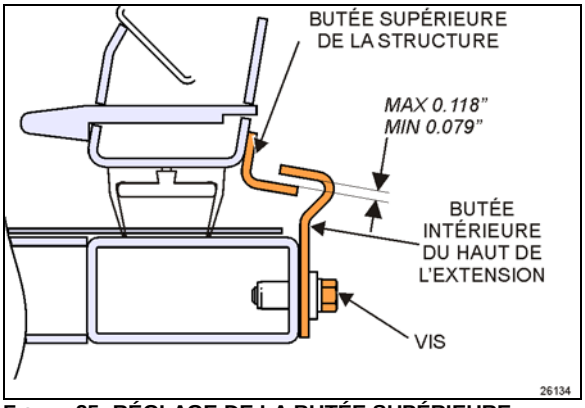

FIGURE 25: RÉGLAGE DE LA BUTÉE SUPÉRIEURE
1. Régler la butée supérieure selon la Figure 25 avec le joint dégonflé. Lors du gonflage, le joint presse la structure de toit légèrement vers le haut et à ce moment, la butée supérieure intérieure entre en contact avec la butée supérieure de la structure.